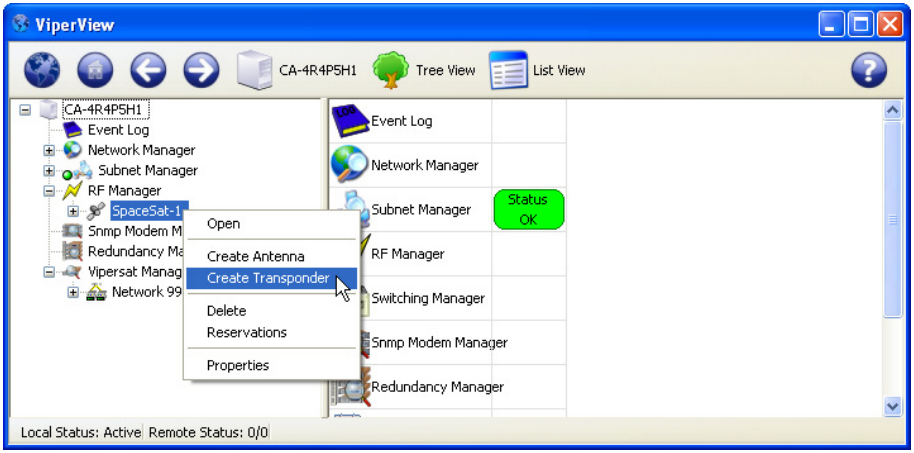

Figure 3-22 Create Transponder menu command
5. Click on **OK**. The newly created satellite will appear under the RF Manager in the ViperView window (see figure 3-22).
1. Right-click on the Satellite icon that this transponder will be associated with and select **Create Transponder** from the drop-down menu (figure 3-22).